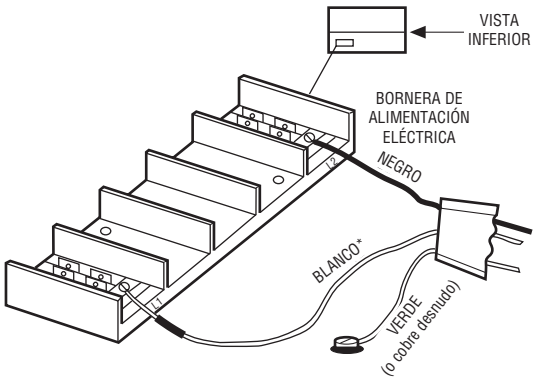

Figura 6
3. Conecte el cable a la bornera de alimentación eléctrica, ubicada en la base del calefactor (vea la Figura 6).